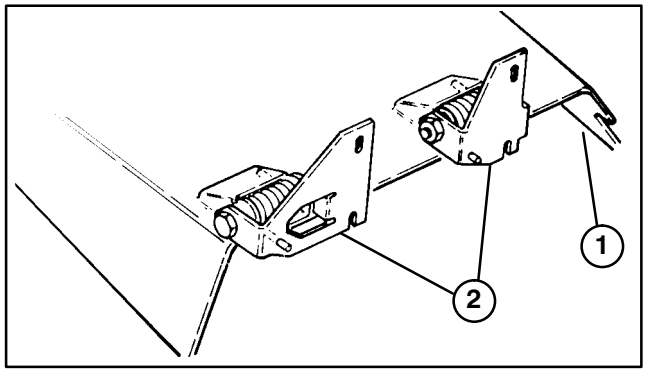

Figure 6
1. Remove capscrews, locknuts and springs securing deflector mounts to pivot brackets (Fig. 6). Remove deflector.
2. Remove carriage bolts and flange nuts securing pivot brackets to housing (Fig. 6). Remove pivot brackets. Retain fasteners for future use.
3. Install new pivot brackets on deflector (Fig. 6). Do not over tighten nuts because brackets must be allowed to pivot. Save this assembly for side discharge operation.